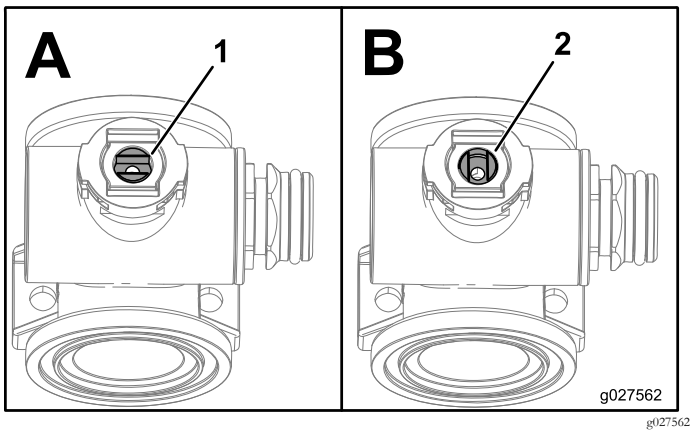

Figuur 139
1. Plaats de afsluiter zo dat deze in de gesloten stand staat (Figuur 139).
3. Draai de afsluiter zo dat de kogel in de GEOPENDE stand staat (Figuur 139).
7. Draai de afsluiter zo dat de klep gesloten is (Figuur 139).